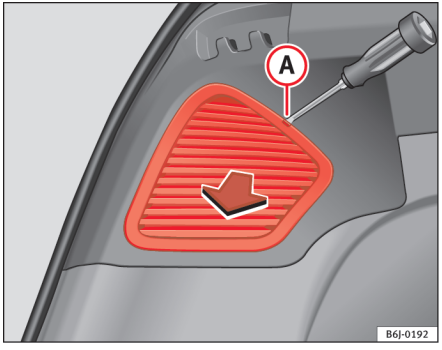

Fig. 150 Sidelygter
– Tag afdækningen af ved hjælp af en skruetrækker med flad klinge. Skub den ind i udskæringen (A) ⇒ side 217, fig. 150. ■